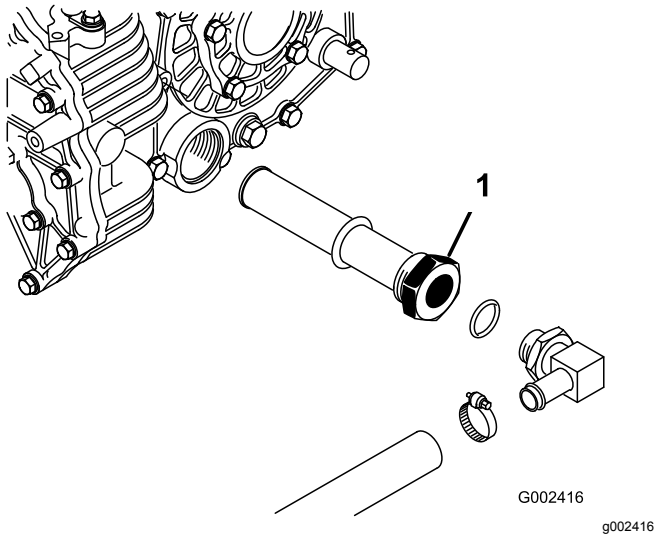

**Rysunek 74**
3. Zanotuj orientację węża hydraulicznego i złączki kątowej 90° podłączonej do filtra siatkowego z boku zbiornika (Rysunek 74).